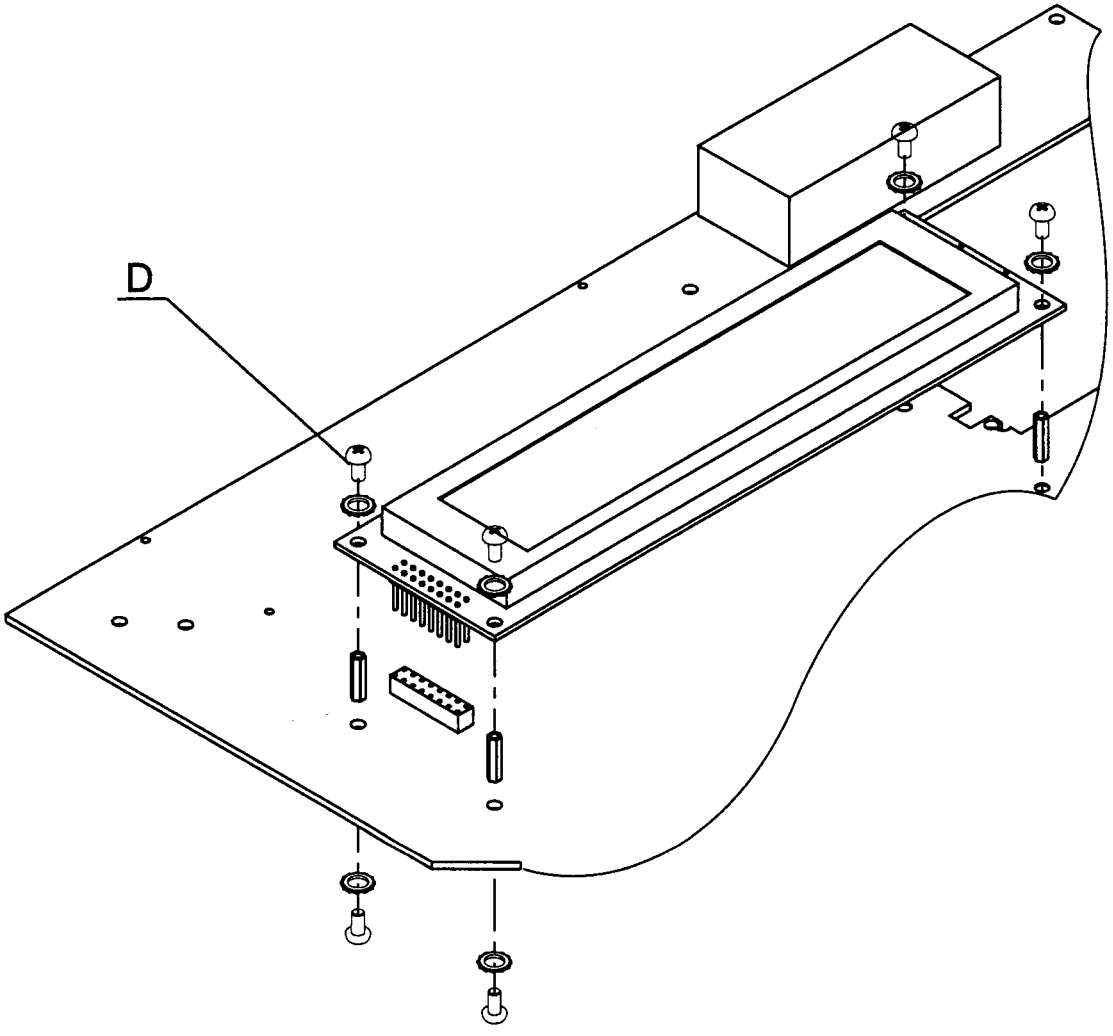

Fig. 3 - LCD display
- **Remove** the 4 fixation screws ("**D**" mark, Fig. 3);